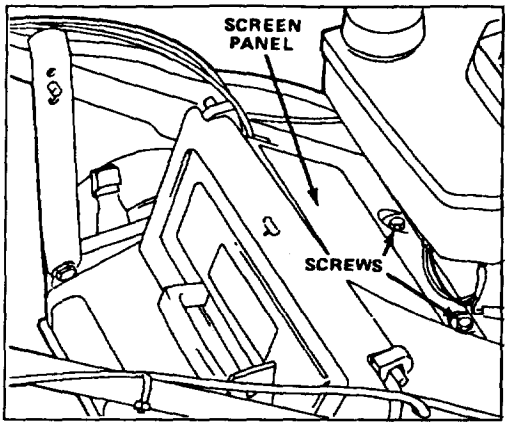

Figure 35
6. Remove screen panel on mower housing and clean around blade brake mechanism (Fig. 35 & 36).